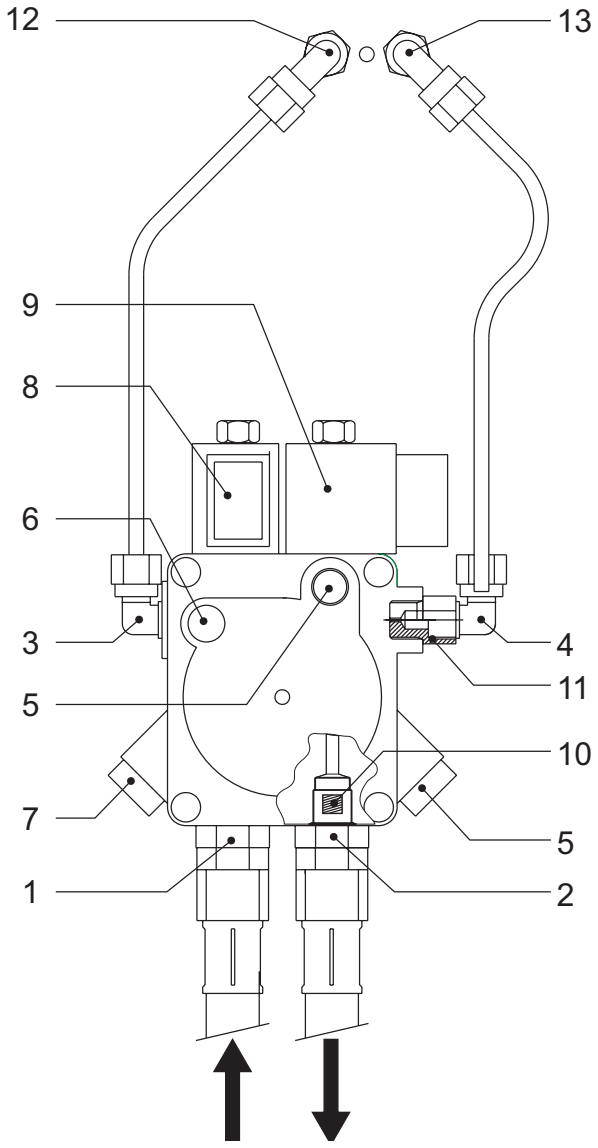

fig 4
Quand le brûleur sort de l'usine, le by-pass à l'intérieur de la pompe est fermé, i. e. le brûleur est prêt pour un raccordement à deux tubes. Enlever les bouchons et raccorder les deux flexibles à la pompe d'aspiration (1) et de retour (2) (figure 4) en veillant à ne pas les tordre et à les positionner de façon telle qu'ils ne puissent pas être piétinés ni en contact avec les pièces chaudes de la chaudière.